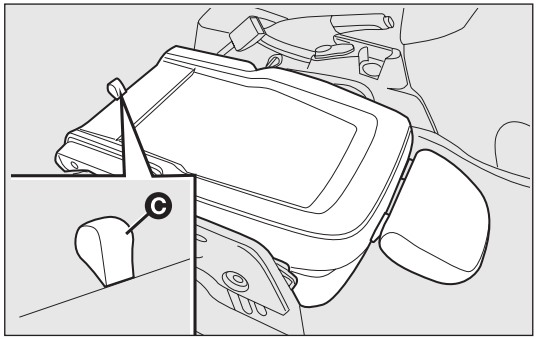

fig. 24 F0V0144m
- ❒ pull flap C-fig. 24 and push the backrest down further: the seat is now completely folded away.